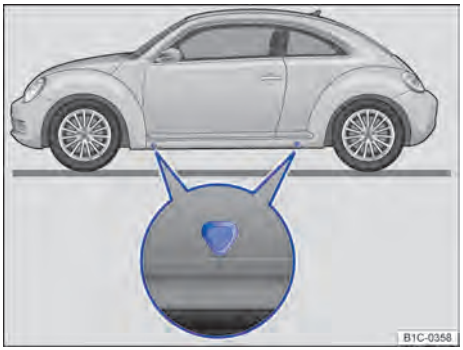

Fig. 166 Pontos de apoio do macaco.
O macaco somente pode ser posicionado nos pontos de apoio indicados (marcação na carroceria) ⇒ Fig. 166. É válido o ponto de apoio localizado próximo à roda correspondente ⇒ ⚠.
5. Procurar sob o veículo o ponto de apoio do macaco ⇒ Fig. 166 mais próximo da roda a ser trocada.